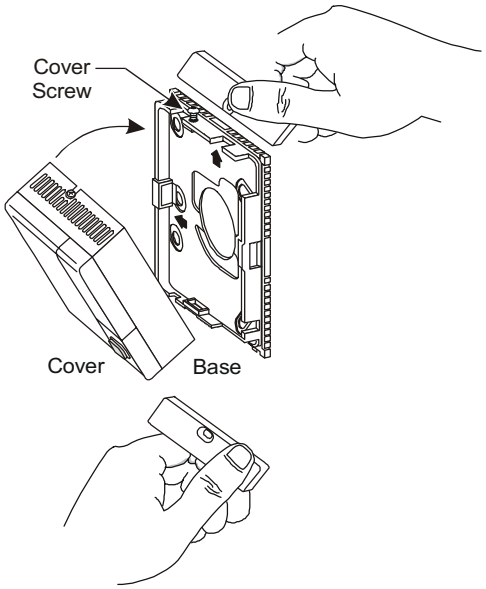

Figure 5: Removing the Breakaway Tabs
1. Bend the top and bottom edges of mounting base at the perforations until they break off. (See Figure 5.)